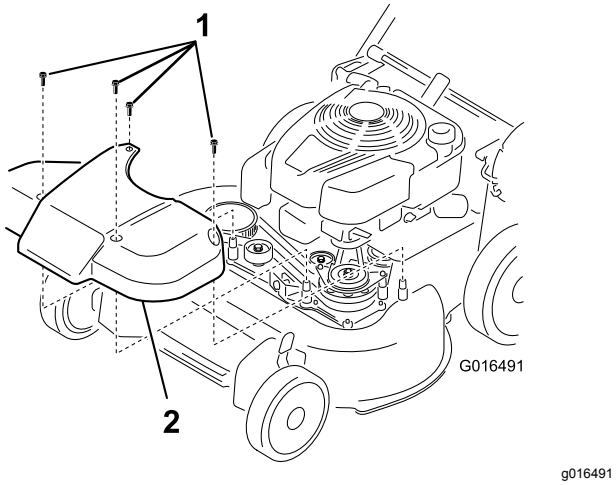

Figuur 39
1. Verwijder het deksel van het mesaandrijfsysteem (Figuur 39).